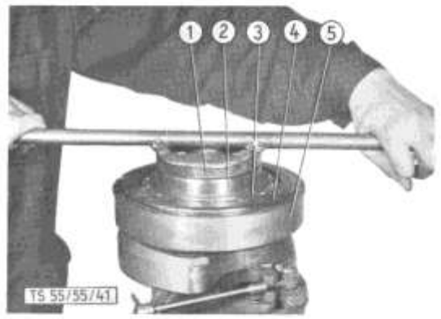

Bild 42: **Gewindering der Kurbelwelle lösen**
2. Gewindering (40/14) der Kurbelwelle mit Schlüssel SK 8764 (42/1) abschrauben und entfernen (Bild 42).